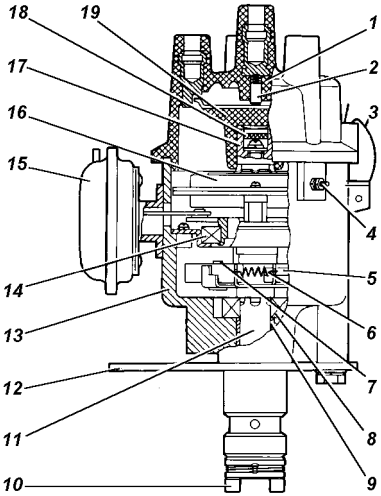

Рис. 9.16. Датчик-распределитель:
2. Снимите с датчика-распределителя крышку 1 (рис. 9.16).